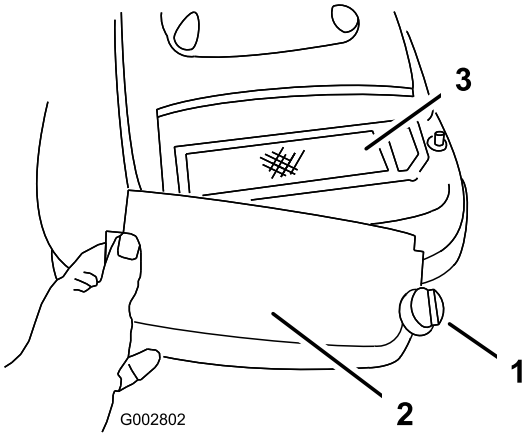

Figuur 22
3. Draai de schroef los waarmee het luchtfilterdeksel vastzit (Figuur 22).
4. Verwijder het luchtfilterdeksel en maak dit grondig schoon (Figuur 22).